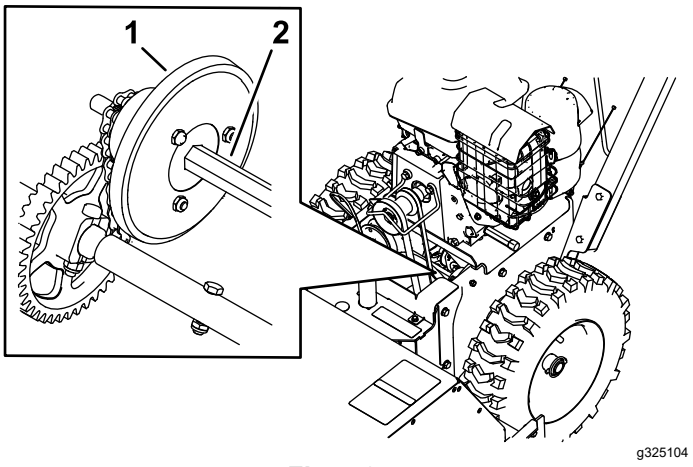

**Figur 24**
4. Dyp en lang, ren pensel med en lille spids i bilolie, og smør sekskantakslen let (Figur 24).
***Vigtigt:*** **Spild ikke olie på gummihjulet eller friktionsdrevpladen af aluminium, da traktionsdrevet i så fald vil spinde (Figur 24).**